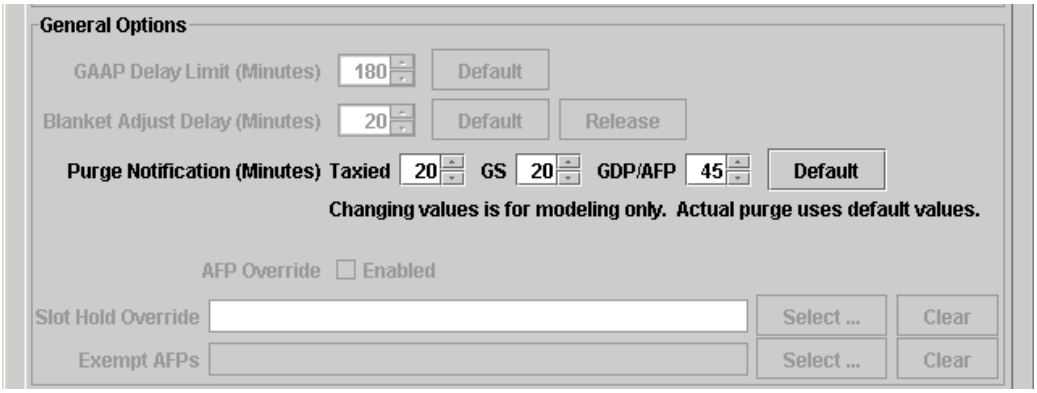

Figure 20 - 1 : Purge Notifications (Minutes) Values
2. Even though no user input is required, for modeling purposes you can change ***Purge Notification (Minutes)*** for ***Taxied***, ***GS*** or ***GDP/AFP*** (see Figure 20 - 1).